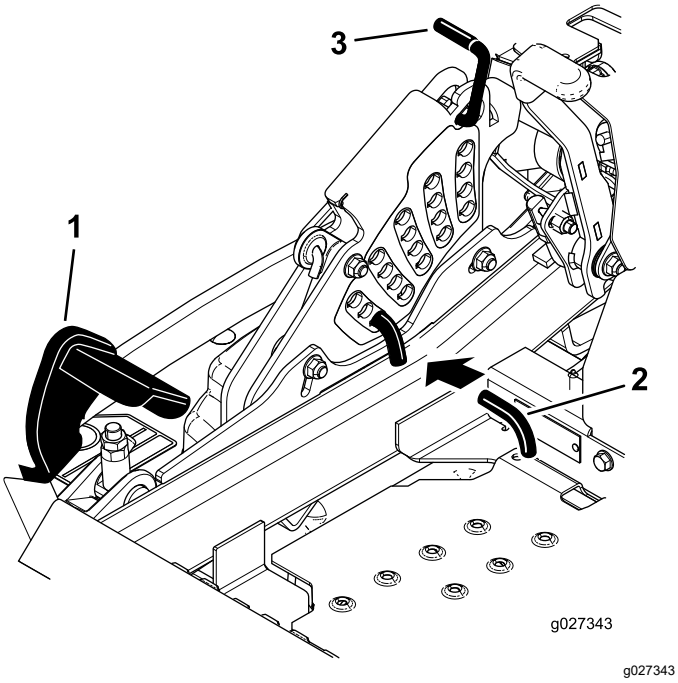

Figur 112
5. Skjut däcklyftpedalen hela vägen framåt så att däcket låses i transportläget på 14 cm (Figur 112).